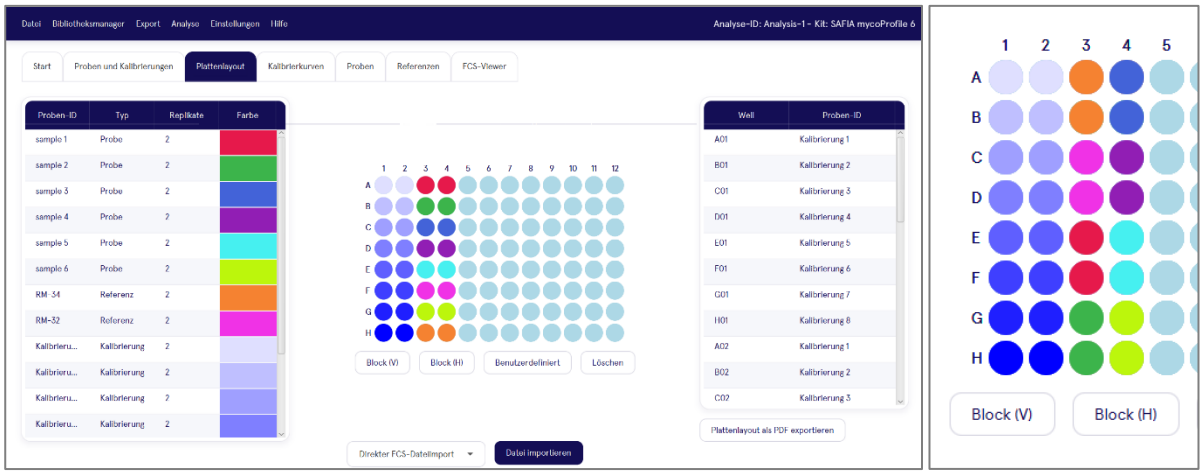

Abbildung 10 Übersicht der Funktionen im Arbeitsbereich Plattenlayout
11. Sobald Sie alle Proben eingetragen haben, gehen klicken Sie unten rechts auf den Button Plattenlayout setzen um eine Zuordnung der Proben und Standards zu den Kavitäten der Mikrotiterplatte vorzunehmen. Die Kavitäten haben einen alphanumerischen Code (A1, B1, C1 usw. bis H12) (siehe Abbildung 10**Fehler! Verweisquelle konnte nicht gefunden werden.**). Die Zuordnung kann automatisch über die Buttons **Block (V)** oder **Block (H)** erfolgen. Dabei werden die Replikate der Proben und Referenzproben entweder vertikal (V) oder horizontal (H) angeordnet. Die Replikate der Kalibrationsstandards werden grundsätzlich horizontal auf der Mikrotiterplatte platziert. Mithilfe des Buttons *Clear* können Sie alle Eingaben löschen.